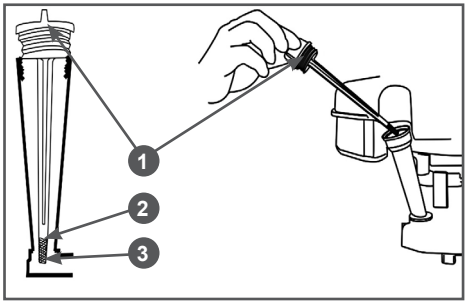

Рис. 21 Крышка-щуп маслозаливной горловины
5. Осторожно открутите крышку-щуп 1 (Рис. 21) маслозаливной горловины, протрите его насухо и отложите в сторону.